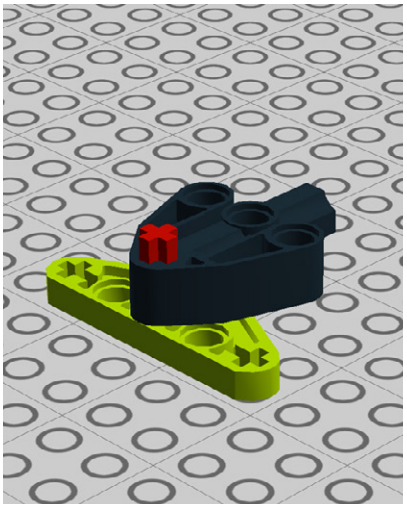

Figure 1-7. *Step 3: Adding a triangular plate*
3. Add a triangular plate to the bumper assembly, held in place by the bottom of the 2M axle, as shown in Figure 1-7.